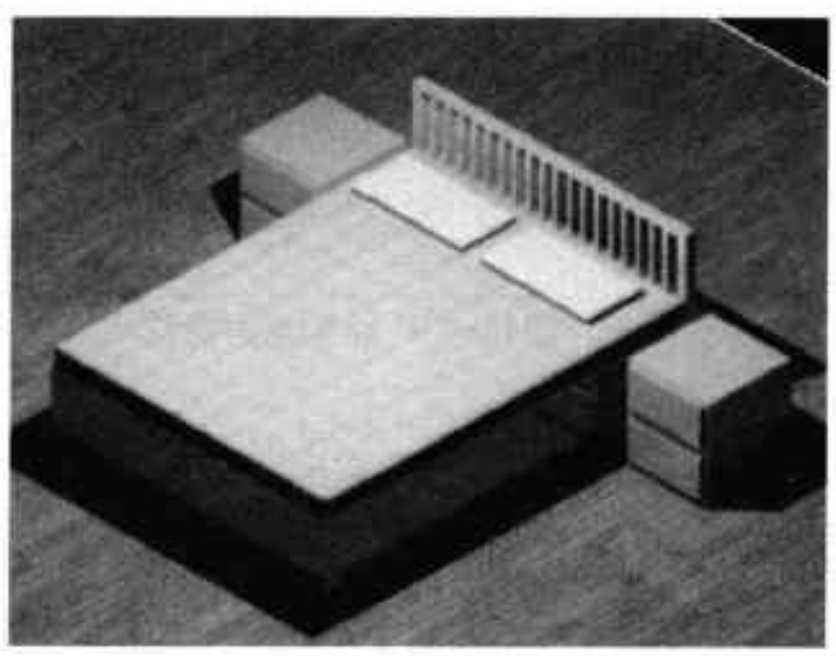

图14-84 渲染床模型
Step31 执行“渲染面域”命令，对床模块进行渲染，如图 14-84 所示。